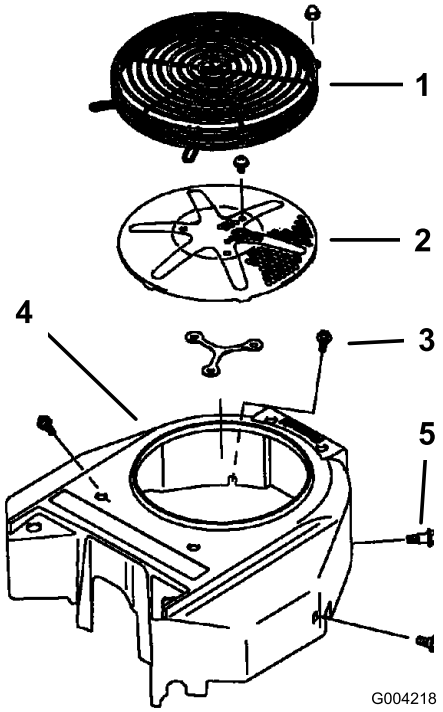

**Figure 68**
Avant chaque utilisation, enlevez l'herbe, les saletés et autres débris éventuellement accumulés sur la grille du moteur. Cela permet d'assurer un refroidissement et un régime moteur correct, et réduit les risques de surchauffe et de dégâts mécaniques du moteur (Figure 68).
3. Retirez la grille d'entrée d'air, le lanceur et le boîtier du ventilateur (Figure 68).
5. Remettez la grille d'entrée d'air, le lanceur et le boîtier du ventilateur (Figure 68).